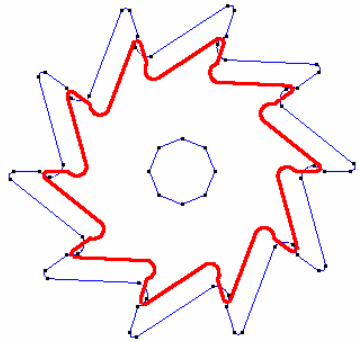

Figure 18. The selected surface in which to create the hole
2. Select the surface in which to make the hole (Figure 18).